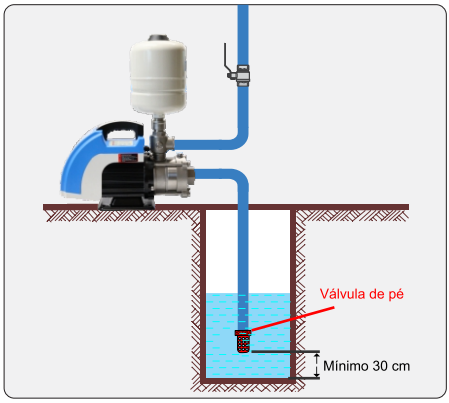

Figura 1
6.3 Quando a motobomba for instalada acima do nível de captação, a tubulação de sucção deverá prever uma válvula de pé com crivo (válvula de fundo de poço). A válvula de pé manterá a bomba escorvada, ou seja, manterá a bomba e a tubulação de sucção preenchida com o líquido quando o sistema for interrompido (ver figura 1).
6.4 A válvula de pé deve ficar, pelo menos, 30 cm acima do fundo, no centro do poço ou cisterna e deve-se garantir uma coluna de água suficiente para que não entre ar pela mesma. (ver figura 1).